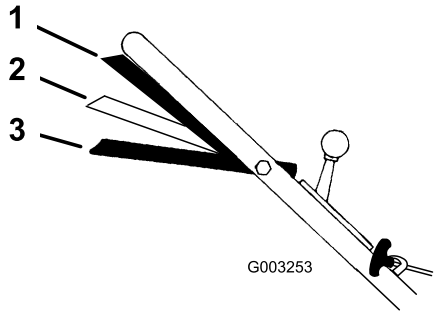

Figura 16
1. Portate il selettore della velocità in posizione di folle (N).
3. Premete la barra di comando della lama contro la maniglia in posizione Run/Drive (Marcia/Trasmissione) per guidare (Figura 16).
Nota: Non cambiate velocità mentre premete la barra di comando della lama contro la manopola in posizione Marcia/Trasmissione, perché potreste danneggiare la trasmissione. Spostate la barra di comando della lama in posizione Marcia/Cambio (Figura 16) quando cambiate la velocità di trazione.